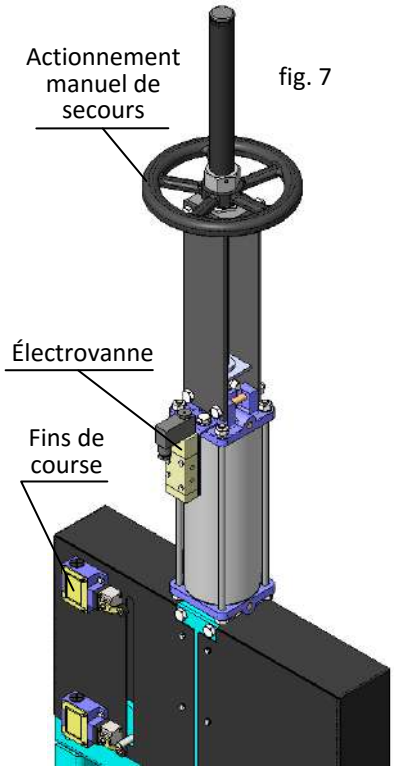

fig. 7
- **Électrovannes** (fig. 7) : Pour la distribution d'air aux actionnements pneumatiques.
- **Fins de course mécaniques, détecteurs inductifs et positionneurs :** Installation de fins de course ou de détecteurs pour une indication de la position ponctuelle de la vanne et de positionneurs pour indiquer la position continue (fig. 7).
- **Actionnement manuel de secours (volant / réducteur)** (fig. 7) : Permet d'agir manuellement sur la vanne en cas de manque d'énergie ou d'air.